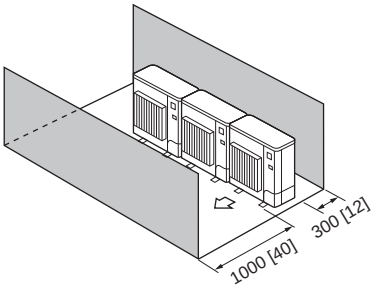

Fig. 2-15
4. Obstáculos solo en la parte delantera y trasera (Fig. 2-15)